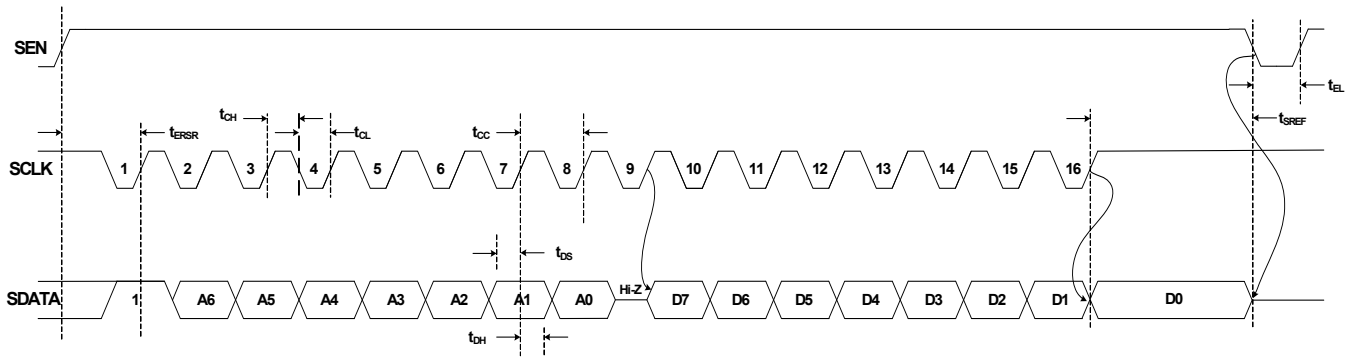

FIGURE 6. SPI SERIAL INTERFACE READ CYCLE TIMING DIAGRAM
8. See timing diagrams Figures 6 and 7 for details.
When performing a register read operation, some devices will not always return the correct value. Performing two back-to-back reads will always return the correct register value. The SPI serial bus interface consists of 3 signals; SEN, SCLK and SDIO. Figures 6 and 7 show the SPI serial interface Read and Write cycle timing diagrams respectively. In the case of tying more than one ISL58303 in parallel to drive higher current, a separate SEN signal for each device is required to properly interface to each device. SCLK and SDIO can be shared between devices.